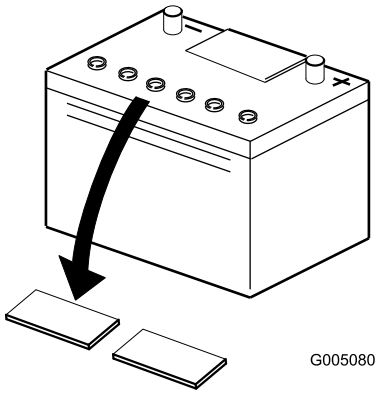

Figura 6
2. Limpie la parte superior de la batería y retire los tapones de ventilación (Figura 6).